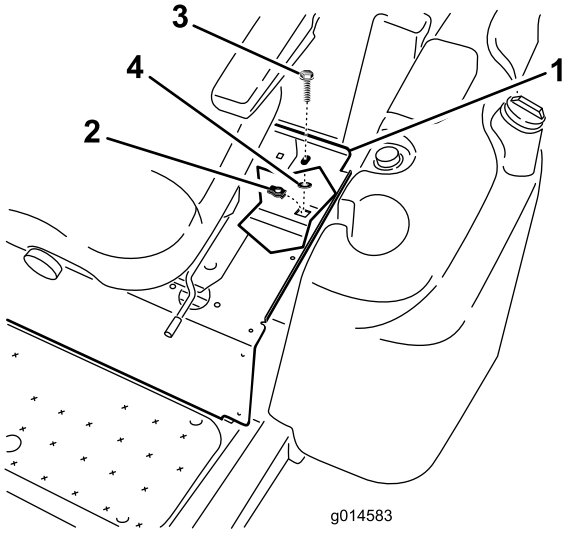

Figura 4
2. Installate un dado di fissaggio sul foro nel telaio sotto l'angolo posteriore sinistro della piastra del sedile (Figura 4).